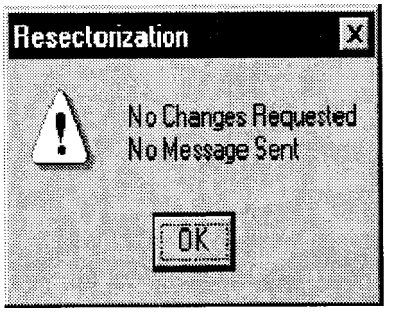

FIGURE 4-29. NO CHANGES REQUESTED ERROR MESSAGE
(3) If the OK button is pressed and no changes are entered, a message box is displayed, Figure 4-29, that confirms that no changes were made and no message is sent.